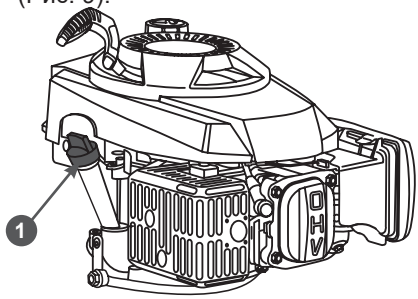

**Рис. 9 Крышка-щуп маслозаливной горловины**
2. Открутите крышку-щуп 1 маслозаливной горловины и извлеките щуп (Рис. 9).